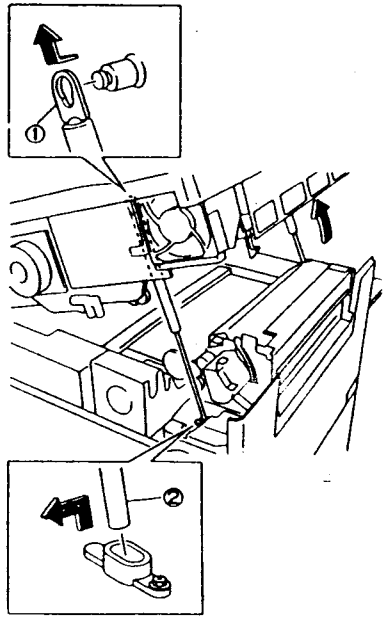

Рис. 2
6) (Рис. 2): Снимите заднюю пневматическую пружину.
① Придерживая верхнюю часть процессора аппарата, снимите верхний конец пневматической пружины.
② Выньте нижний конец пневматической пружины из гнезда и снимите ее.